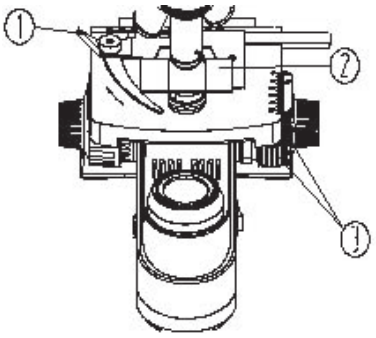

Fig. 8
- Coloque la platina hasta la posición trasera. ②
- Abra la pinza sujetadora de muestra y coloque la muestra ① (fig. 8).